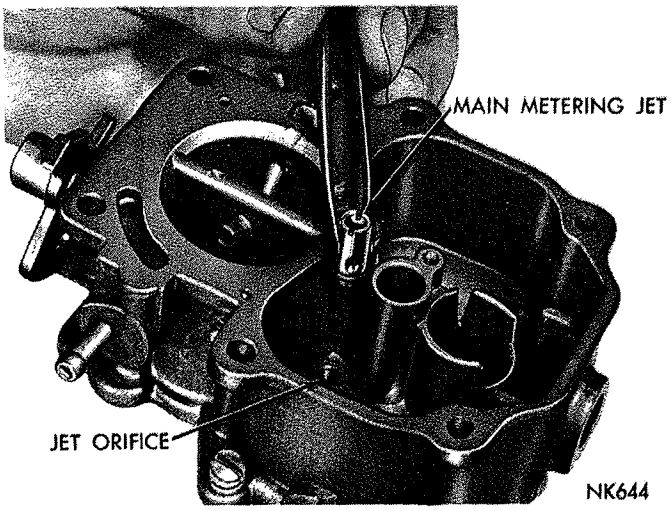

***Fig. 5—Removing or Installing Main Metering Jet***
(12) Remove main metering jet and gasket (Fig. 5).
(6) Install the main metering jet and gasket, refer to (Fig. 5). Tighten securely.
(7) Before installing step-up piston, be sure step-up rod is able to move freely each side of the vertical